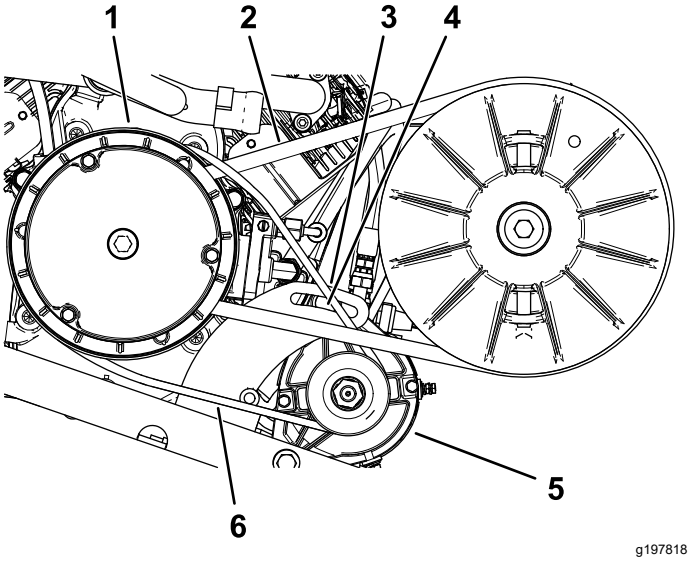

Figur 70
2. Lossa startgeneratorns svängmutter (Figur 70).
4. Tryck bändstången nedåt för att vrida startgeneratorn nedåt i skåran tills remmen är så spänd att den endast böjs 6 mm då en kraft på 44 N·m appliceras (Figur 70).
5. Dra åt svängmuttern för hand och ta bort bändstången (Figur 70).